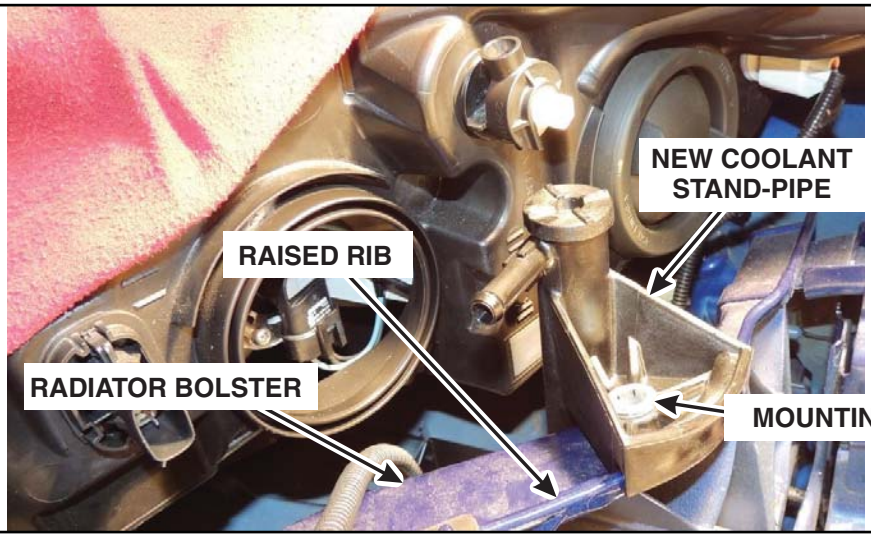

FIGURE J2
3. Position the *new* coolant stand-pipe assembly in place on the radiator bolster. Mark the center of the *new* coolant stand-pipe mounting hole location on the radiator bolster, and remove the *new* coolant stand-pipe. See Figure J2.